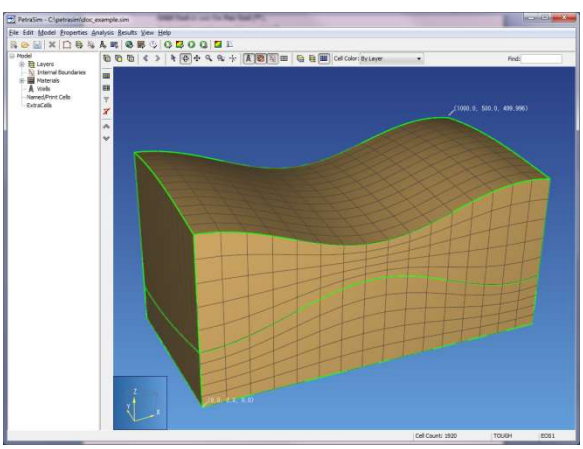

**Figure 4-3: Mesh Mode**
- **Mesh Mode**: This mode shows only the solution mesh and internal boundaries and allows cells to be selected and edited, Figure 4-3.